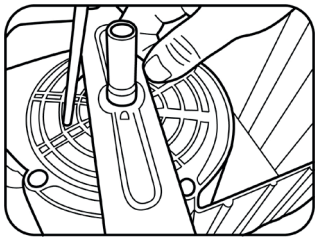

Rys. 8.2
- Poluzuj śrubę noża i wymień nóż. Następnie ponownie przykręć. Rysunek 8.2